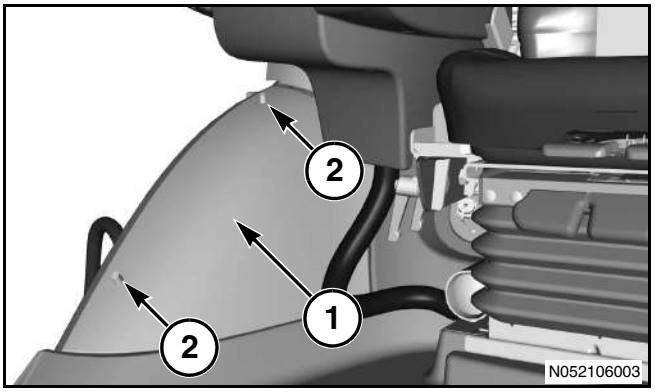

Рис. 130
Рис. 130: Главная панель плавких предохранителей (1) расположена возле пола кабины с правой стороны. Чтобы добраться к предохранителям, снимите две пружинные защелки (2).